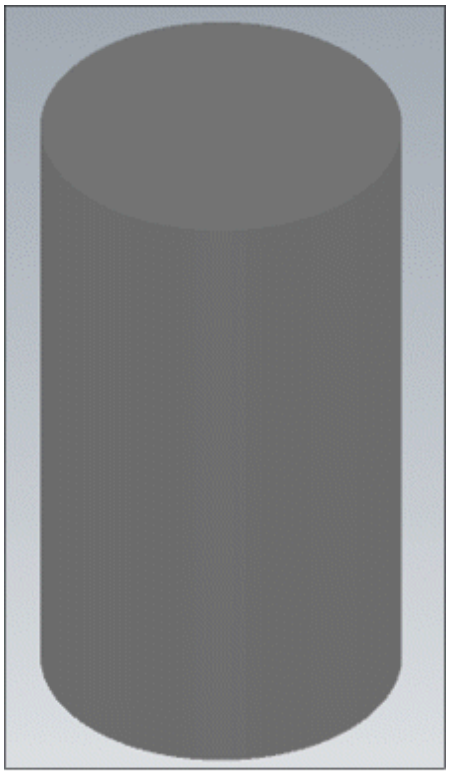

Figure-24. Shaded model
- Click on the **Shaded** tool from the **Outline Shaded** drop-down in the **Appearance** group of the **Ribbon** to display the model shaded without outline; refer to Figure-24.